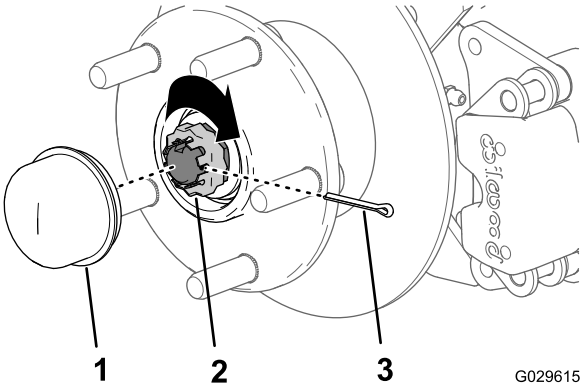

Figura 34
8. Coloque el retén sobre la tuerca y compruebe la alineación de la ranura del retén y el taladro de la chaveta del eje (Figura 34).
9. Instale la chaveta y doble las patas alrededor del retén (Figura 34).
10. Instale el tapón guardapolvo sobre el cubo (Figura 34).